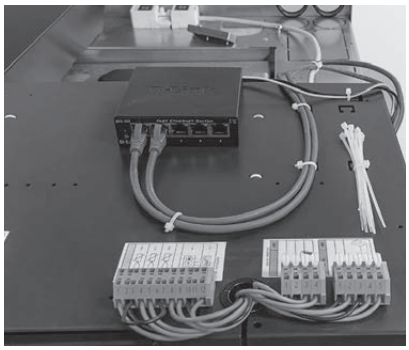

Fig. 98 Collegamento alle morsettiere (morsetti senza viti con molla a gabbia)
▶ I morsetti di collegamento (morsetti senza viti con molla a gabbia) si trovano sul coperchio del quadro di comando – Fig. 98.